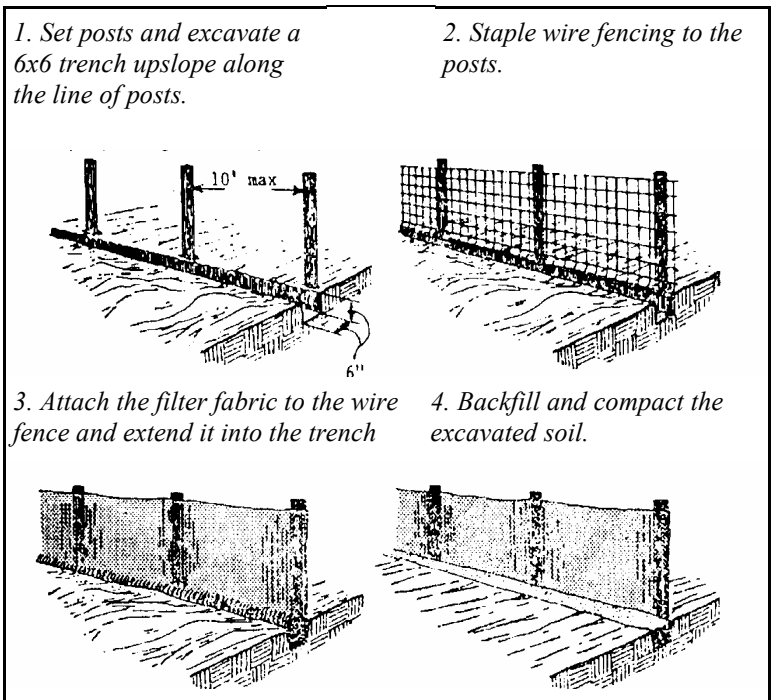

Figure 2. *Construct a silt fence to slow runoff and prevent erosion. Use at top and bottom of slopes to let water seep through slowly.*
- Control erosion during construction by using temporary methods such as: diversions to carry water away from the construction site to where it can be safely dispersed, or silt fences or straw bales to trap sediments before they enter the water; a combination of methods may be the best solution (see Figures 2 and 3 on page 7).